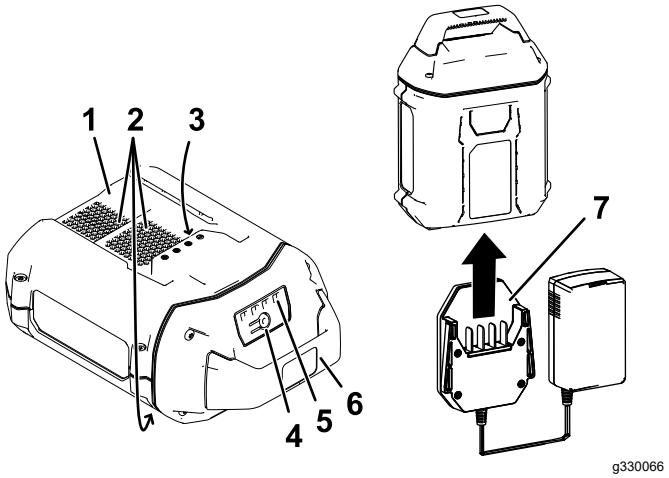

Figura 11
2. Alinee el cargador con el hueco de la parte trasera de la batería (Figura 11).
3. Introduzca el cargador en la batería hasta que esté completamente asentada (Figura 11).